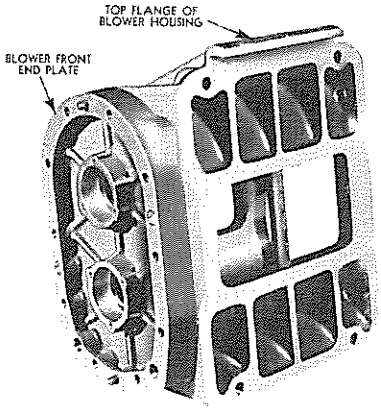

FIG. 10
c. Slip pressure plate (E) over body and next to head of puller stud and turn puller stud (A) clockwise forcing oil seal into seat until pressure plate (E) sets tight against inner face of blower end plate. Remove tool and install remainder of seals in the same manner.
2. Install blower front end plate. The top of the blower may be identified by the flange which carries the entire length of the housing and provides a rest on top of the cylinder block. The end plate is semicircular at the top, as shown in Fig. 10 and is also marked "TOP" on outer, ribbed side.
Fig. 10 and start end plate dowels into dowel holes in blower housing. Tap dowels lightly to fit end plate to housing.